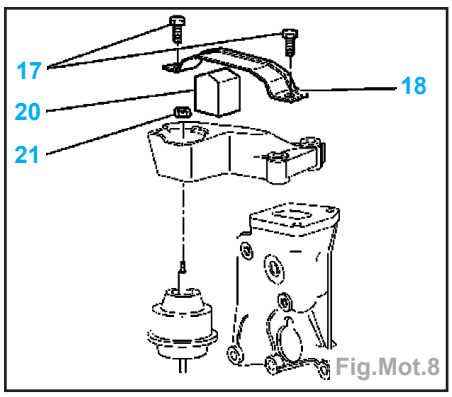

Fig.Mot.8
- Déposer (Fig.Mot.8) :
- les vis (17),
- le pontet (18),
- la cale (20),
- l'écrou (21).
- le support moteur intermédiaire droit (côté distribution) (Fig.Mot.8),